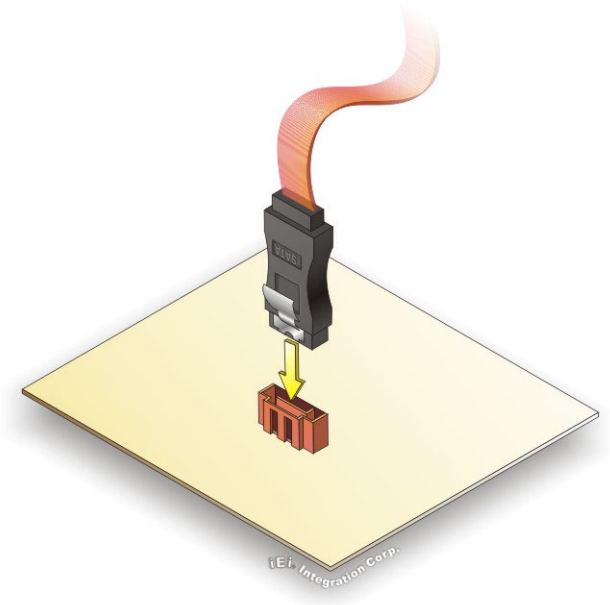

Figure 4-19: SATA Drive Cable Connection
Step 2: **Insert the cable connector**. Insert the cable connector into the on-board SATA drive connector until it clips into place. See **Figure 4-19**.